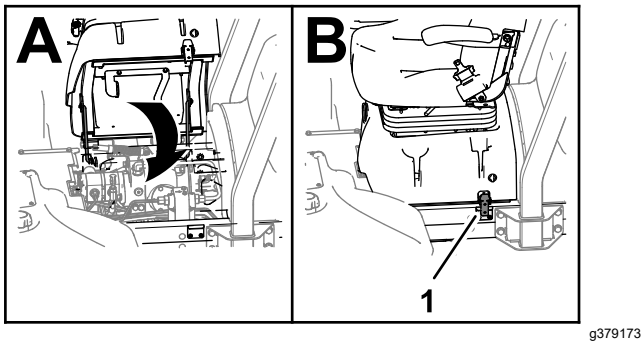

Figur 34
3. Drej sædet og sædesoklen, til soklen er lukket, og lås den (Figur 34).